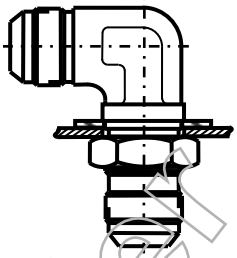

FIGURE 20 – JAM NUTS USED TO POSITION/SEAL BULKHEAD FITTINGS
- Jam nuts used to position/seal bulkhead fittings (straight, elbows, tees). See Figure 20